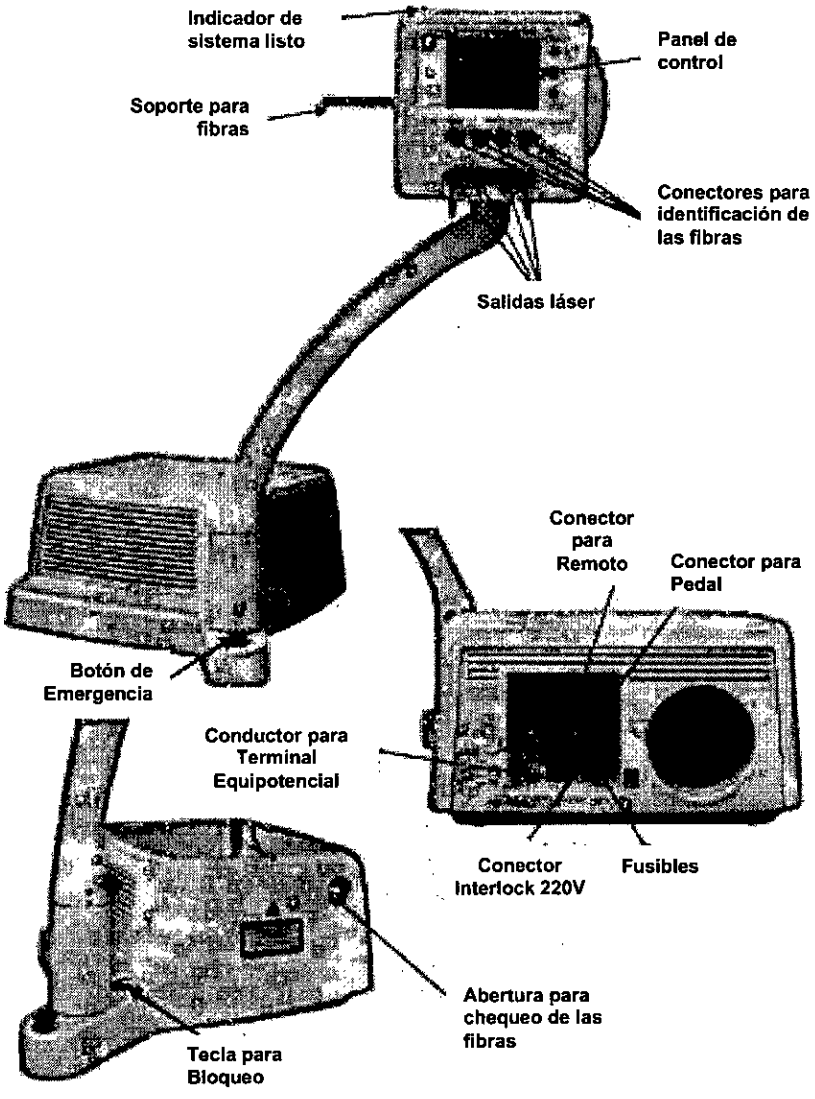

Fig. 3.4.3.a
2. Asegúrese de que el interruptor de emergencia (ver la Fig. 3.4.3.a) esté hacia arriba;
5. Instale cada fibra de la siguiente manera (Fig. 3.4.3.b):